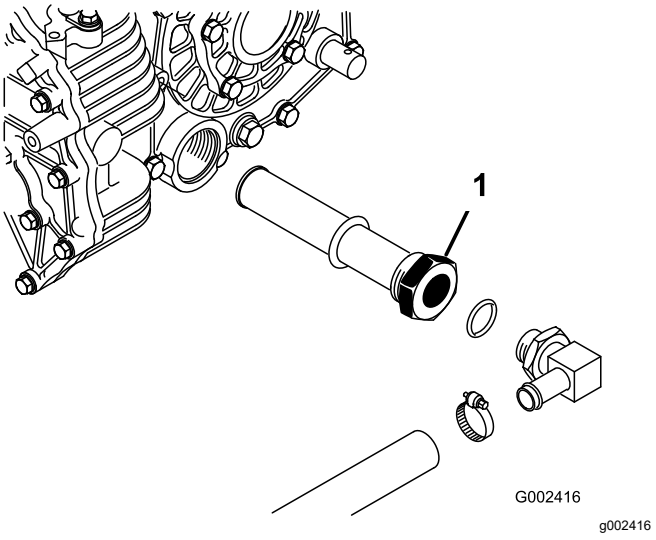

Figuur 68
5. Onthoud de positie van de hydraulische slang en de 90°-fitting voor de zeef aan de zijkant van het reservoir (Figuur 68).